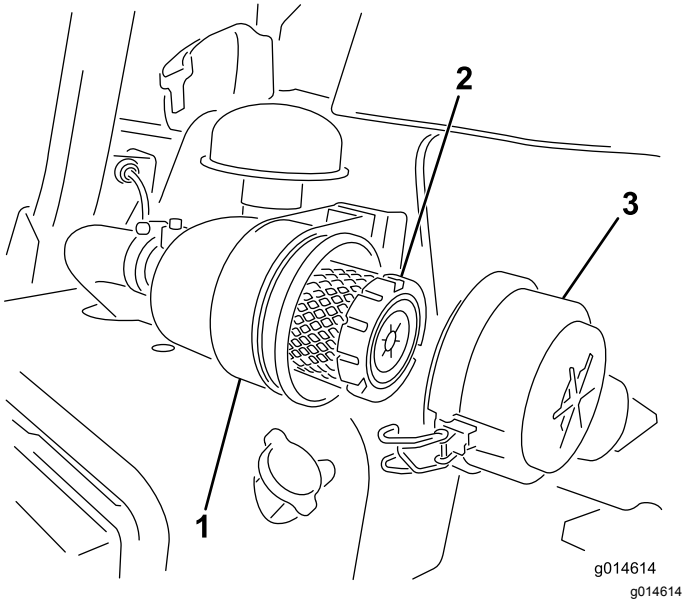

Rysunek 38
1. Zwolnij zaczepy mocujące pokrywę filtra powietrza do obudowy filtra powietrza (Rysunek 38).
7. Zamocuj za pomocą zaczepów (Rysunek 38).